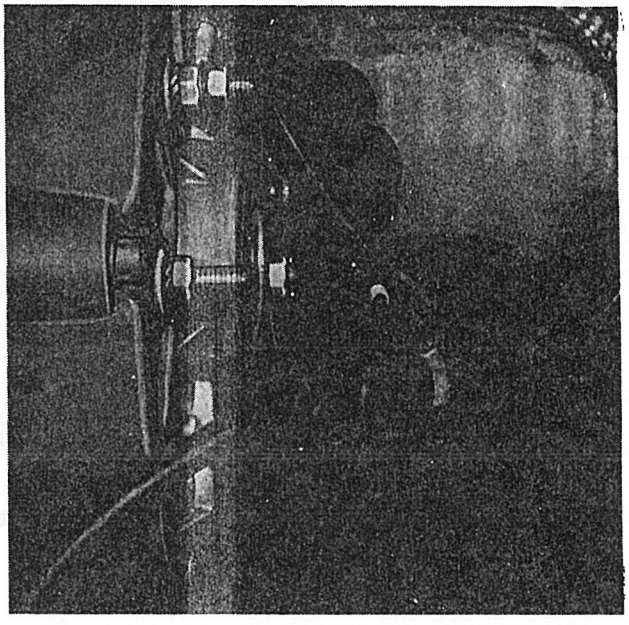

Afb. 2.9.2. Elektrische aansluitingen op de dynamo
(1) Open de motorkap.
(2) Neem de massakabel af van de batterijen.
(3) Neem de elektrische aansluitingen af van de dynamo (afb. 2.9.2.).
(4) Draai de twee bouten vast. De bevestigingsbout van de dynamo moet worden aangetrokken met een moment van 4,5-5 mkg.
(5) Breng de elektrische aansluitingen aan op de dynamo (afb. 2.9.2.).
(6) Sluit de massakabel aan op de batterijen.
(7) Sluit de motorkap.